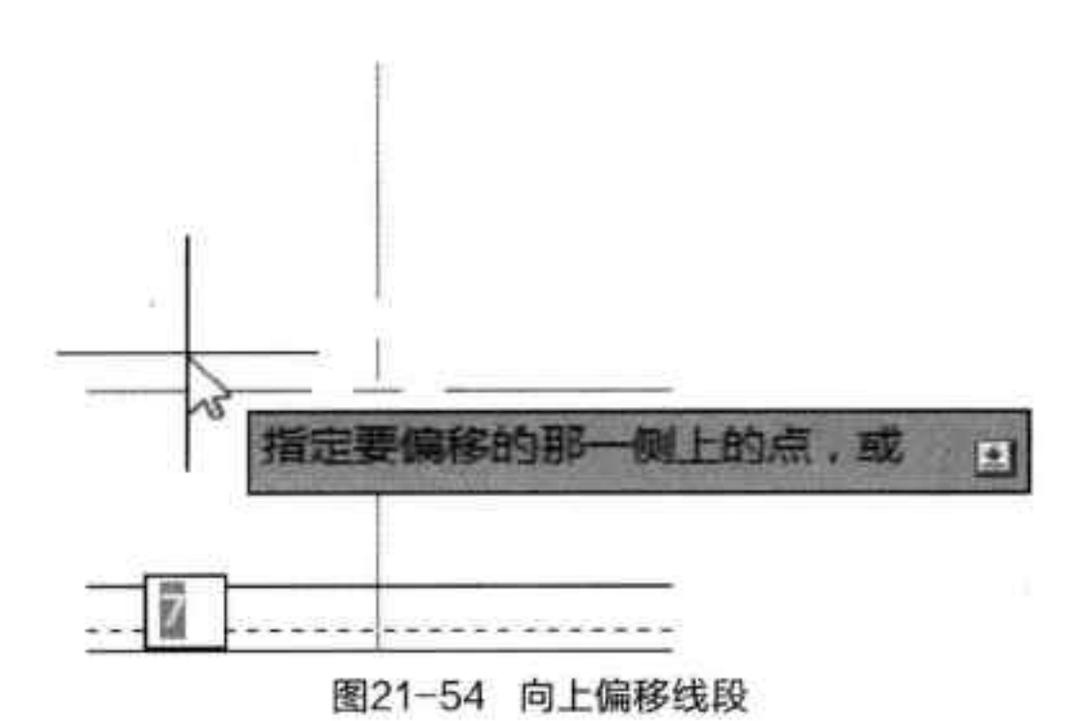

图21-54 向上偏移线段
Step 13 执行“偏移”命令，将刚偏移后的线段向上偏移 7，如图 21-54 所示。